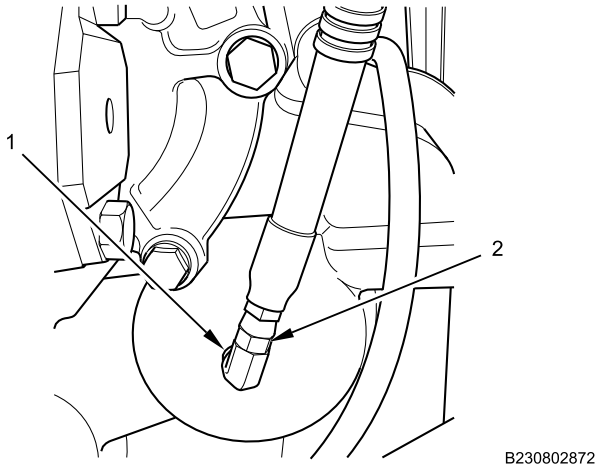

Figure 9. Transfer Case Oil Cooler Return Hose.
2. Connect transfer case oil cooler return hose (Figure 9, Item 2) to transfer case oil cooler return fitting (Figure 9, Item 1). Tighten transfer case oil cooler return hose securely.